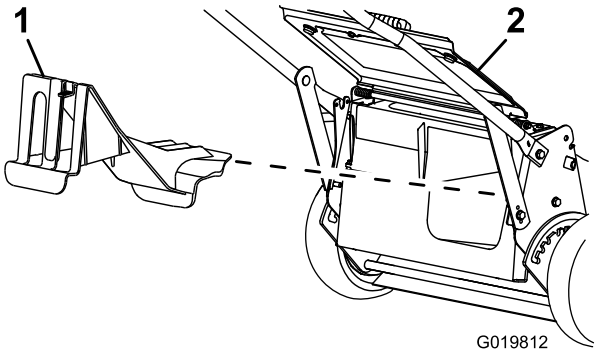

Figura 18
- Se il coperchio di scarico posteriore non è installato, afferratelo dalla maniglia, sollevate il deflettore posteriore e inseritelo nel condotto di scarico posteriore fino a bloccare il fermo in posizione; vedere Figura 18.
2. Rimuovete il coperchio di scarico posteriore abbassando il fermo con il pollice ed estraendo il coperchio dalla macchina (Figura 18).